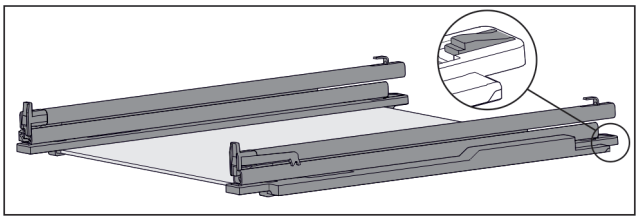

Fig. 197 Tablette en verre avec rails et pièces de retenue
- ▶ Pousser l'arrière de la pièce de retenue vers le bas (voir Fig. 197) et pousser dans le même temps le tiroir vers l'arrière.